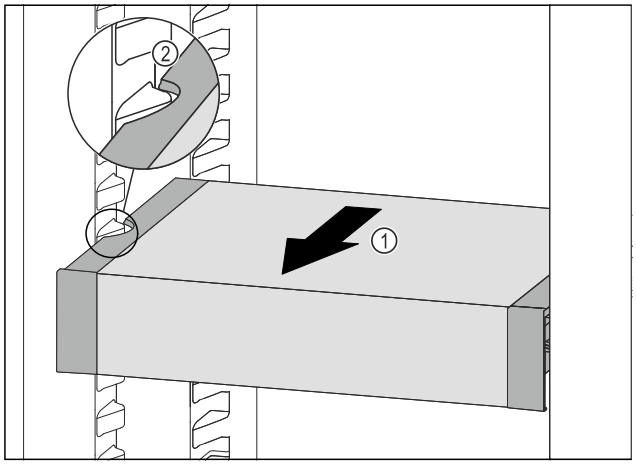

Fig. 123
▶ 向前拉动 VarioSafe *Fig. 123 (1)*，直至 VarioSafe 的侧部凹槽与冷藏区中的容器肋梁持平。 *Fig. 123 (2)*